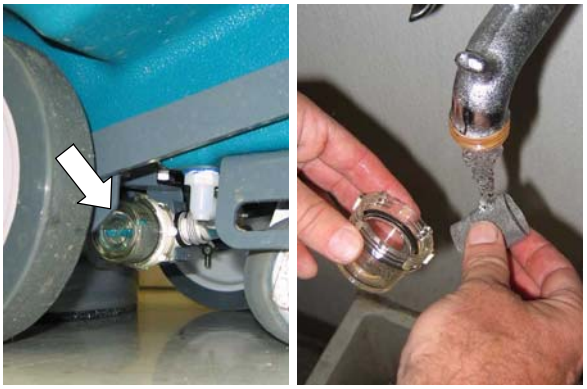

FIG. 44
1. Retirez le filtre du réservoir de solution au-dessous de la machine et rincez le filtre (Figure 44). Assurez-vous que le réservoir de solution est vide au moment du démontage du filtre.